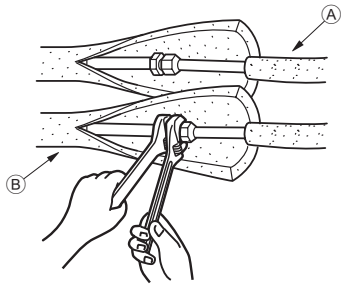

Fig. 4-4
4.5. Kølerørføringsarbejde (Fig. 4-4)